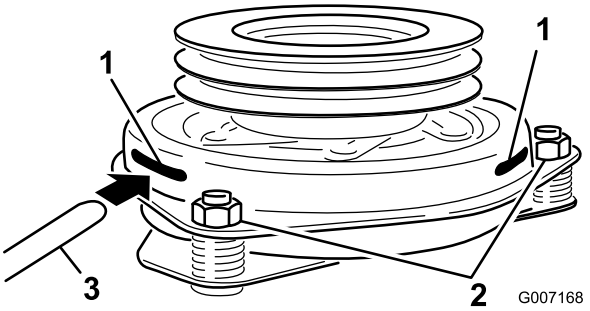

**Figur 63**
8. Sett et 0,381 til 0,533 mm følerblad gjennom en kontrollslisse på siden av enheten. Påse at følerbladet er mellom armaturen og rotorens friksjonsoverflater (Figur 63).
9. Stram låsemutrene til følerbladet sitter fast, men er løst nok til at det beveger seg lett i luftgapet (Figur 63).